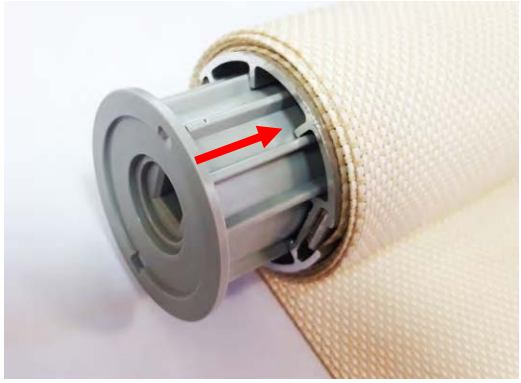
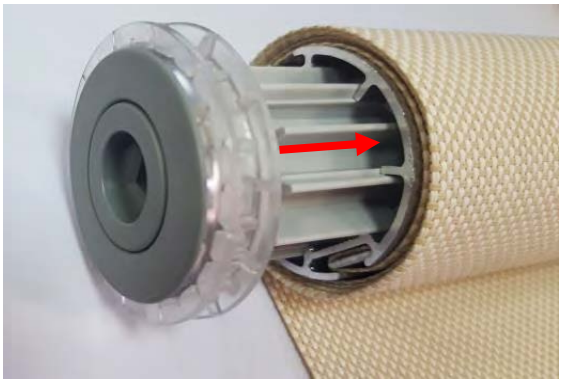
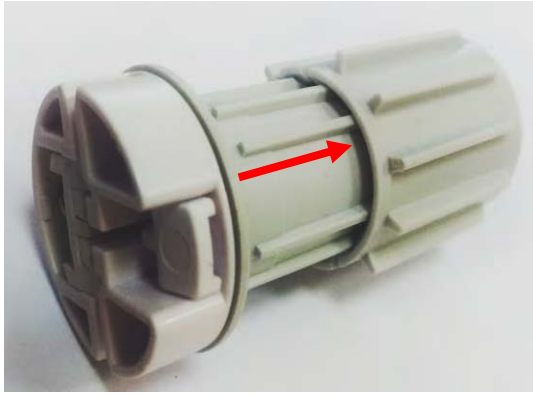
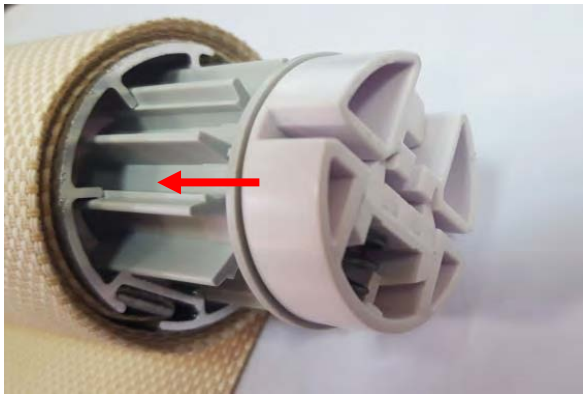

Рис.22
Рис.23
Рис.24
Рис.25
4) Вставить двигатель в трубу со стороны управления (УИ) (**Рис.20 -21**), с противоположной стороны - *заглушку соединительную МОНО(310315-0000)* (**Рис.22**)
5) На изделие (СИ) вставить *заглушку соединительную МОНО* с одной стороны (**Рис.22**) и *заглушку в трубу 43 мм регулируемую МОНО М, серую (310468-0225)*- с другой стороны.(**Рис.23**) . На изделие (КИ) вставить *регулируемую заглушку МОНО* с одной стороны. На заглушку в трубу 29мм. установить *адаптер 29-43мм(310301-0000)* **(Рис.24)** и вставить в изделие(КИ),**(Рис.25).**